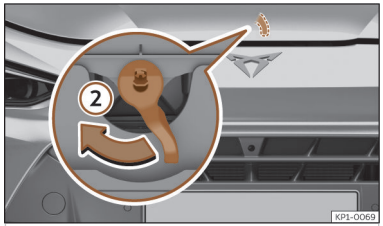

Abb. 220 Hebel unter der Motorraumklappe.
- Um die Frontklappe zu öffnen, drücken Sie den unterhalb der Frontklappe mittig vorgesehenen Hebel mit der Hand nach links ››› **(Abb. 220)** ②. Die Fanghaken werden entriegelt.